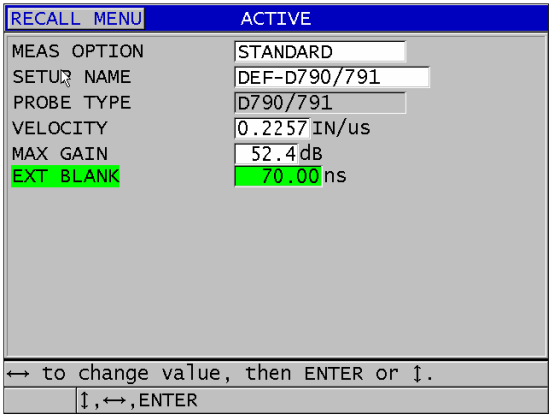

Rysunek 12-2 Przykład ekranu ACTIVE (Aktywne)
7. Na ekranie **ACTIVE** (Aktywne) (patrz Rysunek 12-2 na stronie 251):